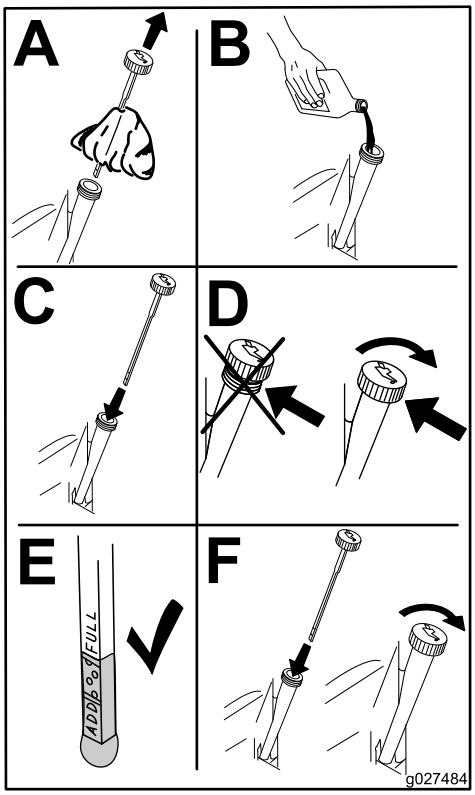

Figur 37
6. Hæld langsomt ca. 80 % af den angivne mængde olie i påfyldningshullet (Figur 37).
7. Kontroller oliestanden (Figur 37).